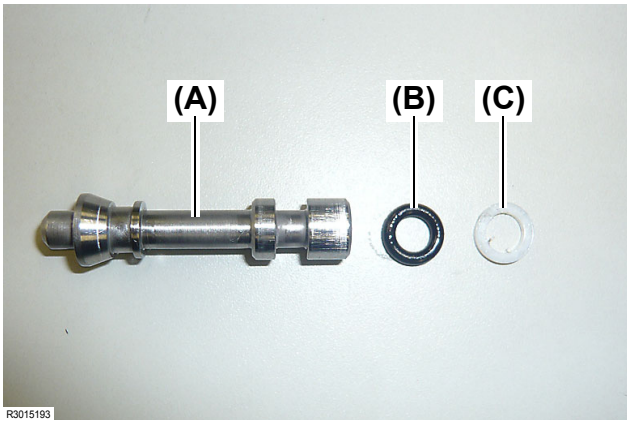

Fig. 30
18. Remove the O-ring **(Fig. 30, (B))** and the backup ring **(Fig. 30, (C))** from the mechanical check valve **(Fig. 30, (A))**.